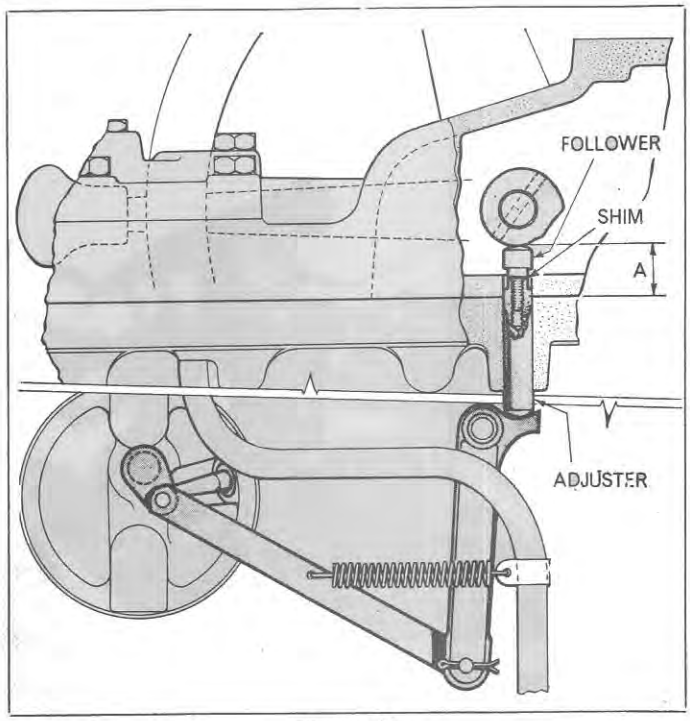

Figure 18
4. Adjust the cam follower by placing shims under it until dimension A, Figure 18, from the face of the rear axle centre housing to the top of the follower, is 0·010 in. (0·254 mm) above the distance measured between the cam and lift cover face as in 2.